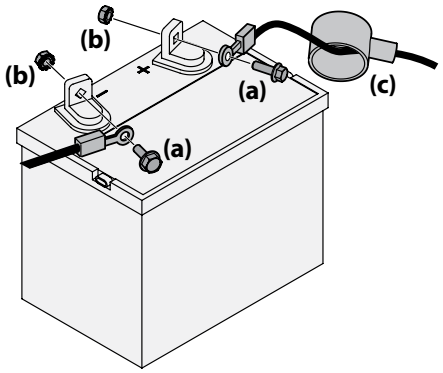

Figure 2-10
1. Remove the plastic cover, if present, from the positive battery terminal and attach the red cable to the positive battery terminal (+) with the bolt (a) and hex nut (b). See Figure 2-10.
2. Remove the plastic cover, if present, from the negative battery terminal and attach the black cable to the negative battery terminal (–) with the bolt (a) and hex nut (b). See Figure 2-10.